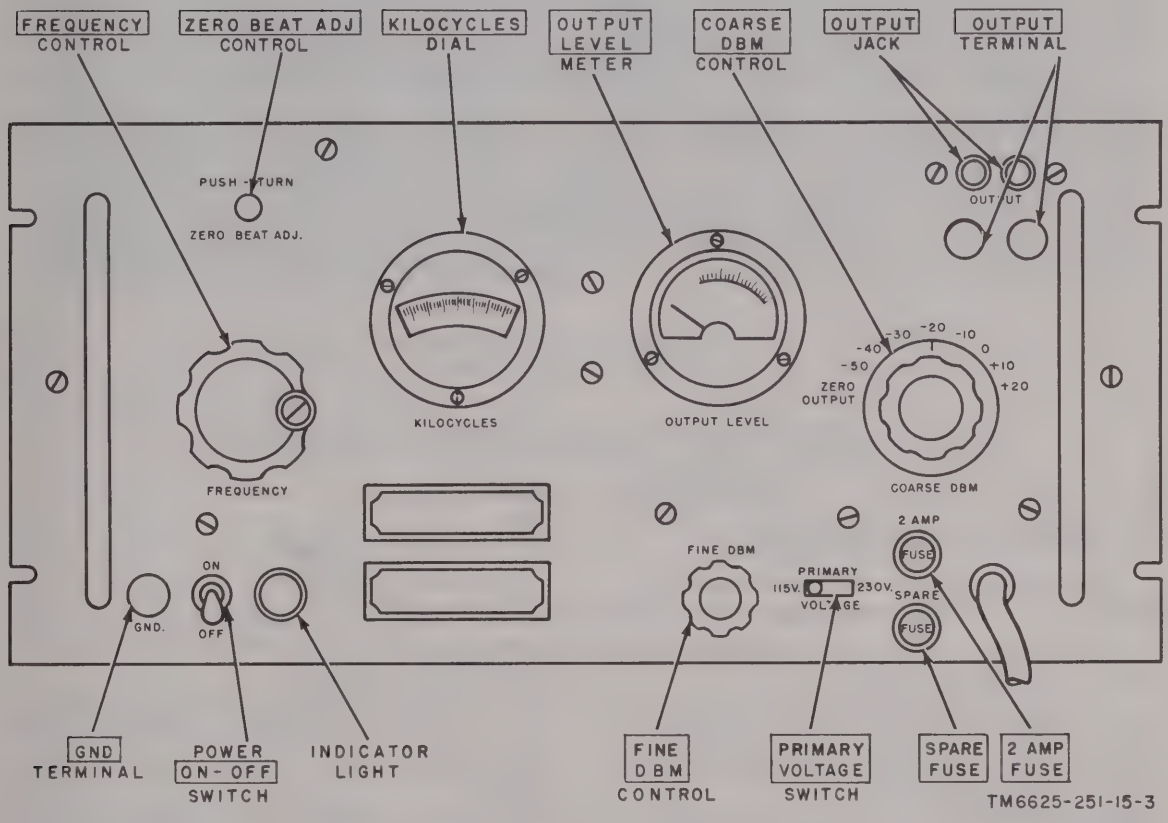

Figure 3–1. Signal Generator SG–15(*)/PCM, front panel showing location of controls, indicator, terminals, and jacks.
a. Controls. The table below lists the controls of Signal Generator SG–15(*)/PCM and gives the function of each. The location of these controls is shown in figure 3–1.
b. Indicator. The only indicator used in Signal Generator SG–15/CPM is OUTPUT LEVEL meter M1 (fig. 3–1). It is a d-c (direct-current) mulliammeter calibrated in db with reference to 1 mw (milliwatt) and extends over a range of 10 db from –4 through +6 db.
c. Terminals and Jacks. The table below lists all the terminals and jacks located on the front panel, of the signal generator and gives the function of each. To locate these parts, refer to figure 3–1.
a. Controls. The following table lists the controls of Decibel Meter ME–22(*)/PCM and gives the function of each control. The location of these controls is shown in figure 3–2.
b. Indicator. The only indicator used in Decibel Meter ME–22(*)/PCM is meter M1 (fig. 3–2). This is a 0- to 1-ma (milliampere) meter calibrated in two scales as follows: SCALE A, 0 db through +15 db; SCALE B, –15 db through 0 db. The reading of Decibel Meter ME–22(*)/PCM is the sum of the reading of meter M1 on either scale and the setting of DBM switch S2 on the corresponding scale.